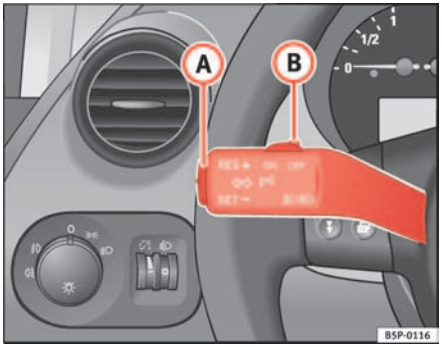

Fig. 142 Turn signal and main beam lever: switch and rocker switch for CCS
- and the lever (B) is pressed in the direction of **OFF** without being engaged.
To resume the cruise control, release the brake or clutch pedal or reduce the vehicle speed to less than 180 km/h and press once on the upper part of the rocker switch **RES** ⇒ page 173, fig. 142 (A).